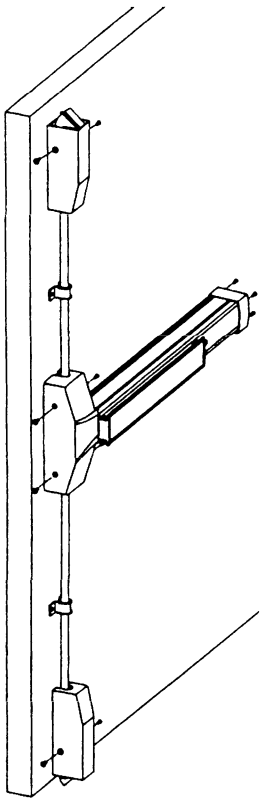

Figure 14
2. Install all device covers and two rod guides in position. (See Figure 14.)